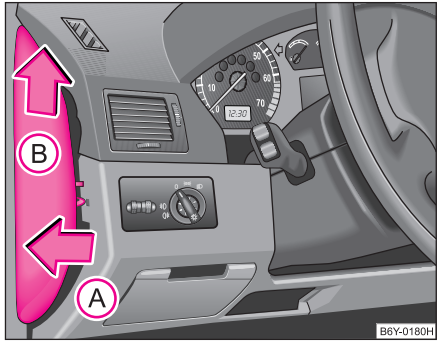

Fig. 163 Tabloul de bord, partea stângă: Capacul suportului de siguranțe
– Introduceți şurubelnița sub capacul cutiei cu siguranțe (în fantă), deplasați-o cu atenție în sensul săgeții (A) şi scoateți capacul contrar sensului săgeții (B) ⇒ fig. 163.
– Împingeți capacul cutiei cu siguranțe mai întâi în sensul săgeții (B) şi apoi apăsați-l contrar sensului săgeții (A), încât elementele de ghidare să se fixeze în orificiile din bord.